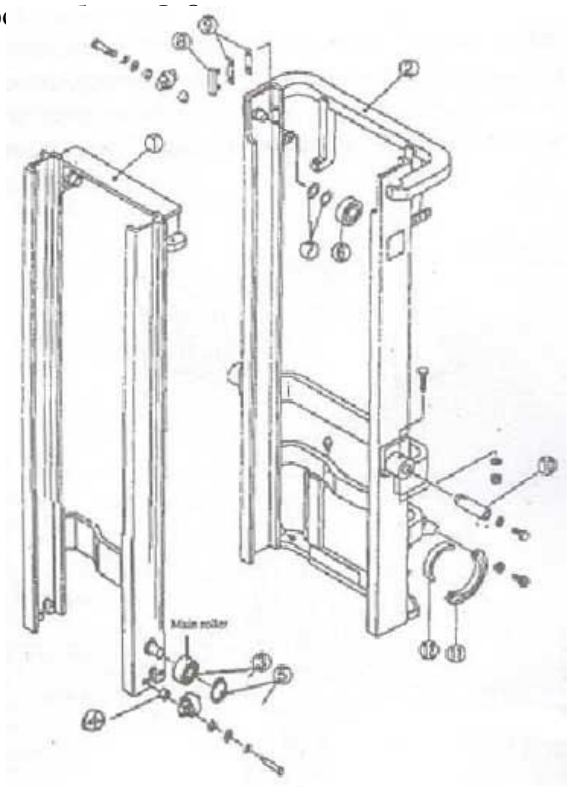
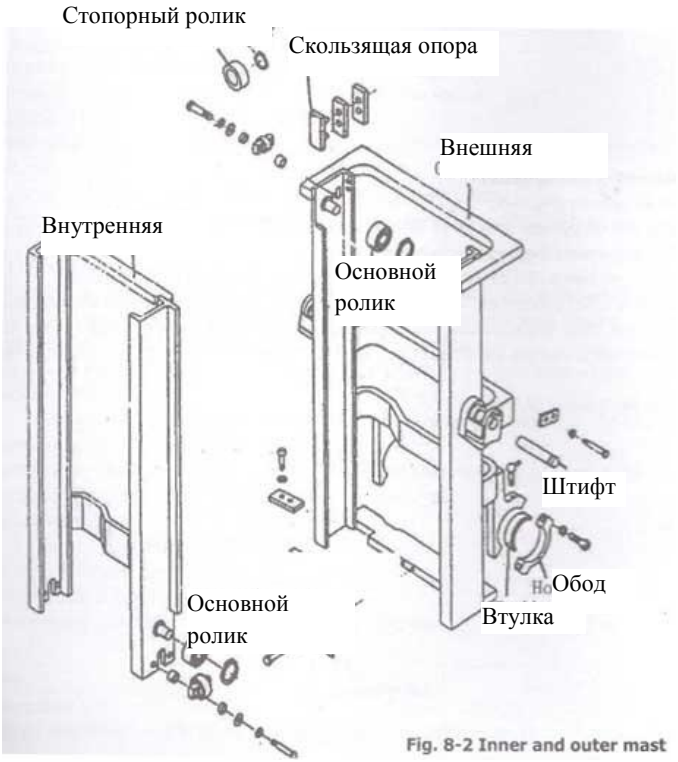

Рис. 19
Рис. 20
2. Внутренняя и внешняя рулевая колонка (рис. 19 и рис. 20)